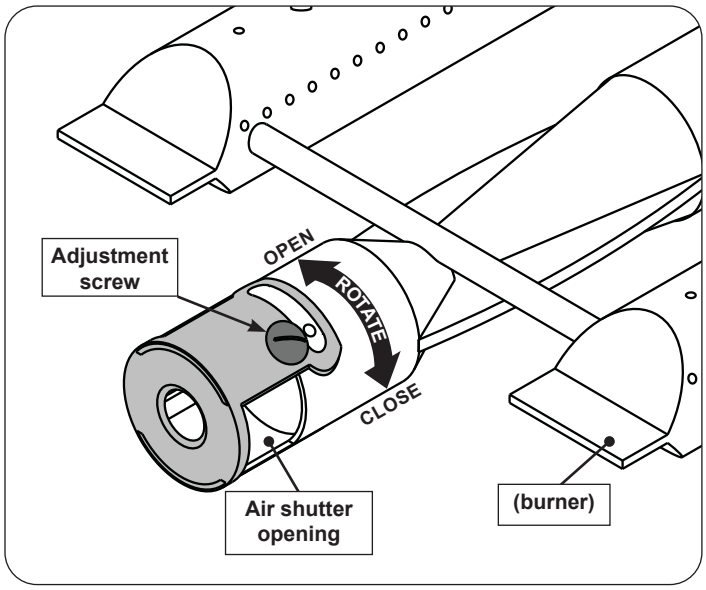

Fig. 42-2 Main burner air shutter adjustment detail
1. To adjust the air shutter, loosen the adjustment screw with a flathead screwdriver. Then rotate the shutter to open or close it. See Fig. 42-2 for details.